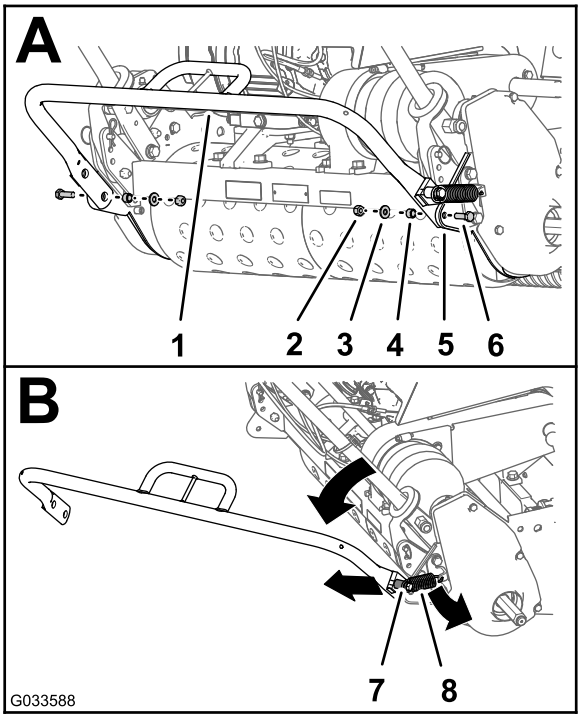

Figur 2
1. Med stödet uppfällt tar du bort låsmuttern, brickan, distansbrickan och skruven (5/16 x 1 tum) som håller fast var sida av stödet vid sidoplåtarna (A i Figur 2).
2. Ta bort fjädern från fjäderhållaren (1 tum) på stödet (B i Figur 2).